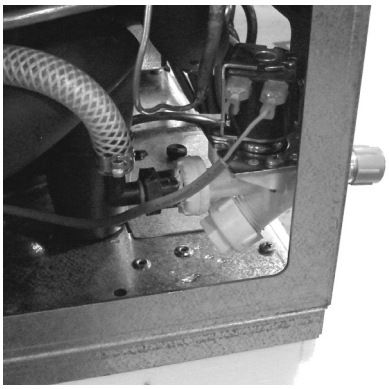

Figure 12. Côté droit du distributeur
3. Retirez le port d'accès du solénoïde d'entrée d'eau en forme de “Y” situé sur le côté droit du distributeur. (Voir la Figure 12)